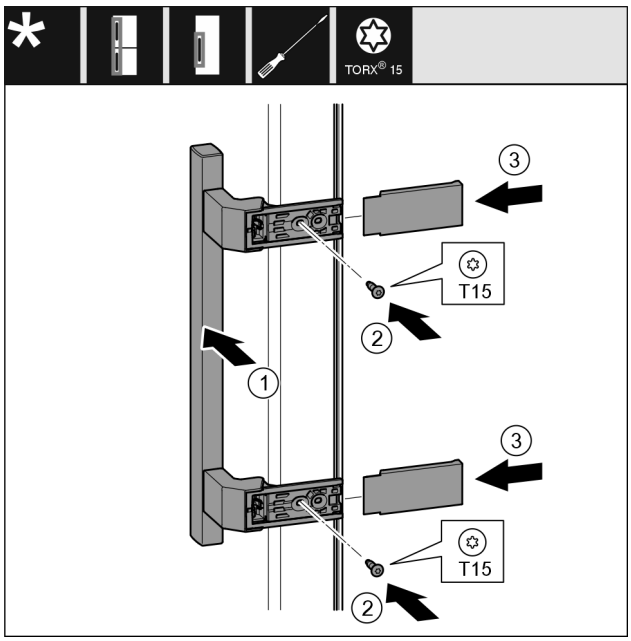

Fig. 20
▶ Place the handle *Fig. 20 (1)* on the opposite side.
▶ Tighten screws *Fig. 20 (2)* with screwdriver.
▶ Place the covers *Fig. 20 (3)* on the side and push them on.